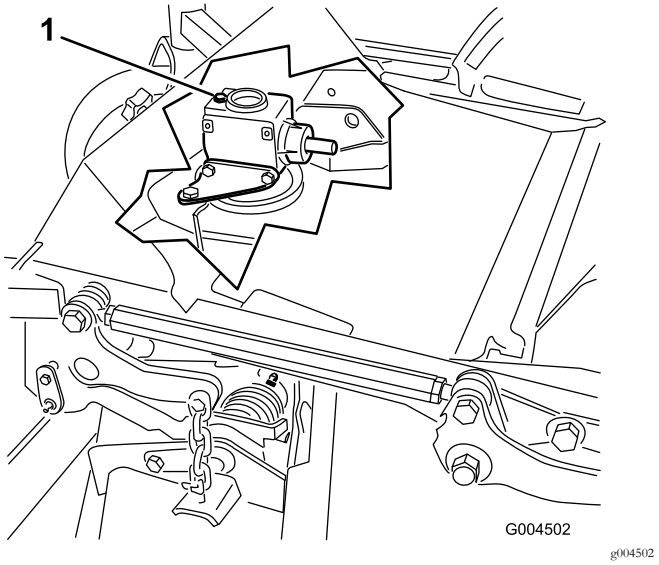

Figur 34
6. Ta ut oljestickan/påfyllningspluggen från ovansidan av växellådan och kontrollera att oljenivån ligger mellan markeringarna på oljestickan (Figur 34).
6. Ta ut oljestickan/påfyllningspluggen från ovansidan av växellådan (Figur 34).